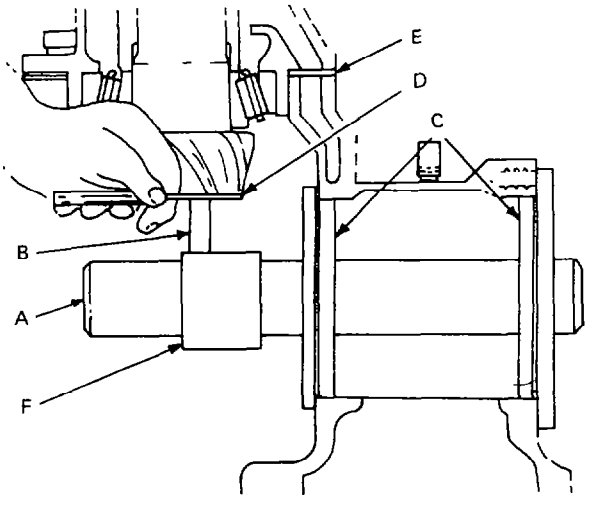

Fig. 311 — Verifying Shim Pack Thickness
l. Before installing the depth gauge, make certain all contacting surfaces are free of dirt and burrs then set plugs (C) in the carrier housing. Install the gauge pin (B) on the body assembly (F), then slide the pin and body assembly onto the tube (A) until they are opposite the face of the bevel pinion.
m. Insert a feeler gauge (D) between the bevel pinion and the gauge pin to determine the proper shim pack (E) (see fig. 311).